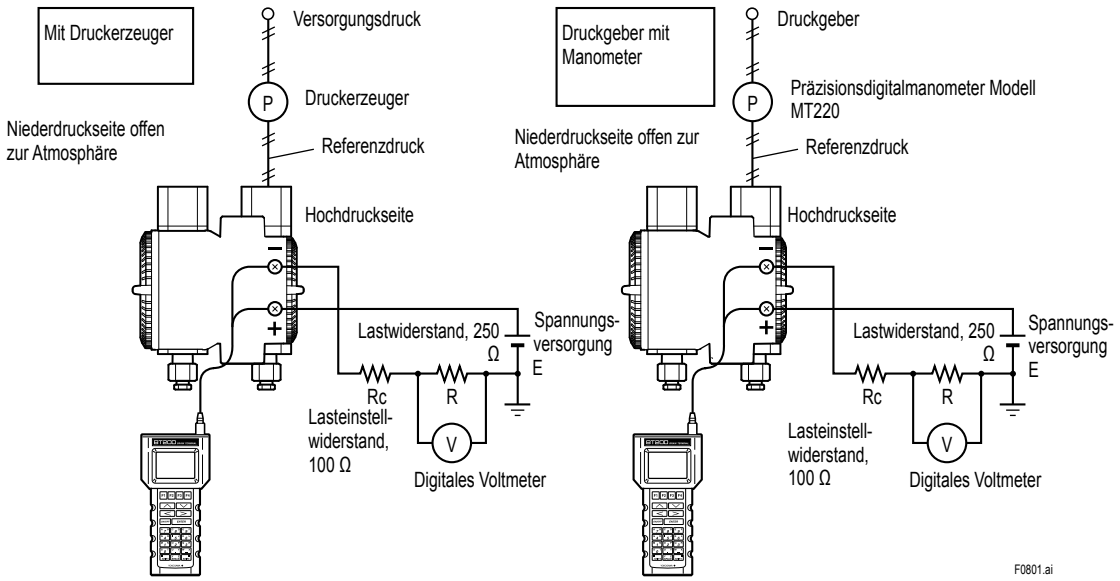

Abb. 8.1 Anschluss der Geräte (EJX110A, 4 bis 20 mA-Ausgang)
1) Schließen Sie den Messumformer und die Geräte wie in Abb. 8.1 gezeigt an und lassen Sie alles mindestens fünf Minuten warmlaufen.
1) Schließen Sie die Geräte wie in Abbildung 8.1 gezeigt an und lassen Sie die Geräte mindestens fünf Minuten lang aufwärmen (zehn Minuten bei EJ□310□.)